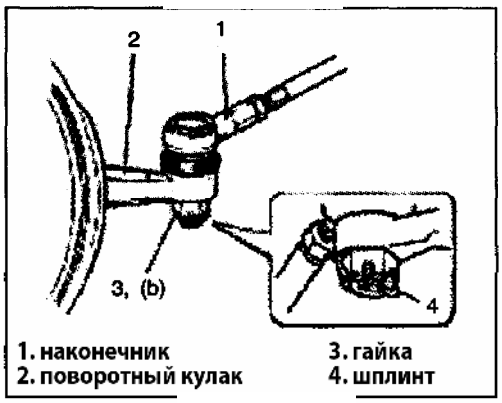

Рис. 437
3) Установите наконечники на поворотные кулаки (Рис.437). Затяните гайку наконечника и выровняйте отверстие для шплинта с пазом в гайке.